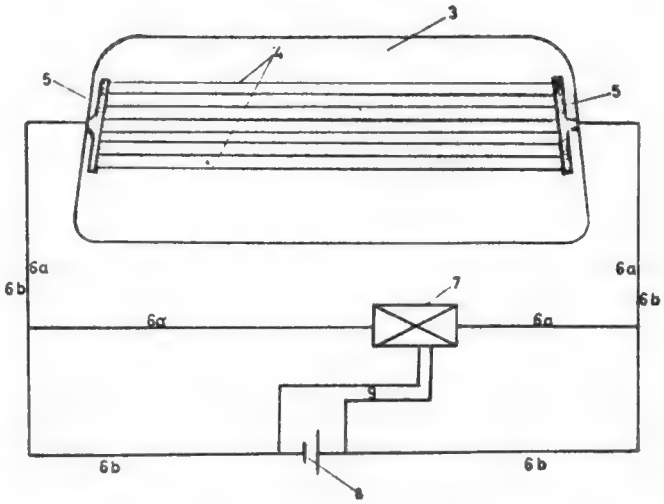
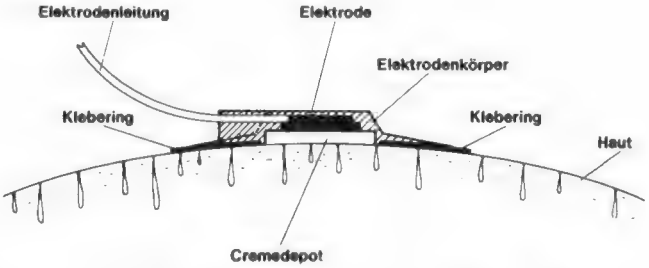

Bild 5. ▶
Bild 6. ▶ Aufbau einer Klebeelektrode
In dem am 9. Dezember 1966 angemeldeten französischen Patent Nr. 1 510 158 der Comp. de Saint-Gobain, der die Sekurit-Glas-Union angeschlossen ist, wird wohl erstmals der Vorschlag gemacht, die Leiter einer solchen beheizten Kfz-Heckscheibe als Empfangsorgan für mobile Rundfunkgeräte zu verwenden [12]. Es ist sogar eine Schaltung angegeben, die den parallelen Anschluß von Heizscheibe und Rundfunkgerät schematisch andeutet *(Bild 5)*. In der Patentbeschreibung heißt es, daß die Hochfrequenz durch einen hier nicht besonders dargestellten Kondensator von der Versorgungsleitung abgetrennt wird.
Bild 6. Die als Antennen dienenden Leitsilberstreifen sind beim Biegeprozeß der Sekurit-Windschutzscheiben in das Glas z. T. eingebettet worden (1 bei a) oder liegen bei den Mehrschichtenscheiben als Drähte in der plastischen Verbindungsschicht (2), von der sie durch eine Bohrung (3) herausgeführt werden müssen
Bei diesen modernen und bewährten Heckscheiben werden die Widerstandsleiter im Herstellungsverfahren u. a. aufgeschlämmt oder nach dem Siebdruckverfahren aufgedruckt, dann eingebrannt und schließlich galvanisch verstärkt [15]. Bei den Mehrscheibengläsern werden die verwendeten Drähte von 0,1 mm völlig und bei den vorgespannten Sicherheitsgläsern zum Teil in das Glas eingebettet *(Bild 6)*. Diese Verarbeitungsart genügt, um mechanisch und chemisch absoluten Schutz zu bieten, so daß der beim Biegeprozeß der Sekurit-Scheiben mit etwa 600 °C aufgeschmolzene Leiter heute für Antennenzwecke ohne besondere Galvanisation nach dem Erkalten selbst mit dem Schraubenzieher nicht weggekratzt werden kann und auch beim Beschlagen funktionsfähig bleibt.
◀ Bild 5. Klebeelektrode für Dauerüberwachung
Für die Abnahme der EKG-Signale kommen sogenannte Klebeelektroden *(Bild 5)* zur Anwendung, *Bild 6* zeigt den Aufbau. Die wichtigsten Anforderungen an die Elektroden sind: geringe Polarisationsspannungserzeugung, geringer Übergangswiderstand, keine Artefakte[1]) und möglichst geringe Belästigung des Patienten.